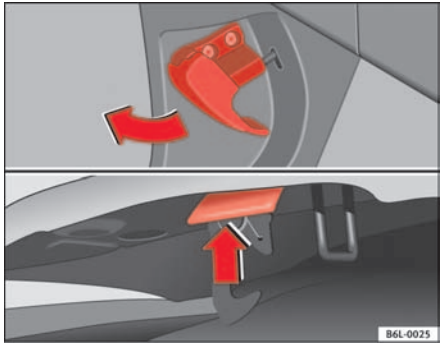

Fig. 118 Detail of the footwell: The release lever for the bonnet is located in the driver side footwell. Arrester hook for bonnet
– To release the bonnet, pull the lever under the dashboard ⇒ fig. 118 in the direction indicated (arrow). The bonnet will be released by a spring action ⇒ ⚠.